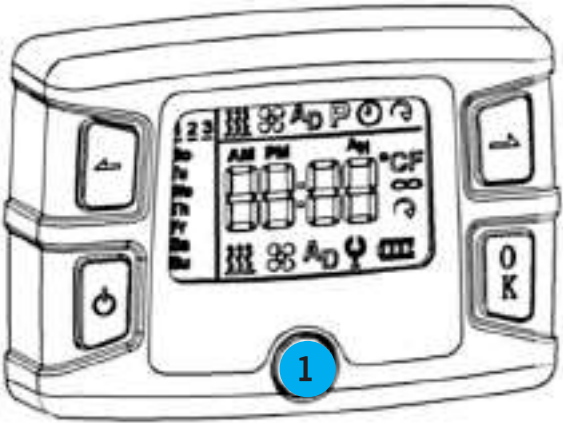

Fig. 43
Retire el pomo Fig. 43 (1), para fijar el controlador con un tornillo.